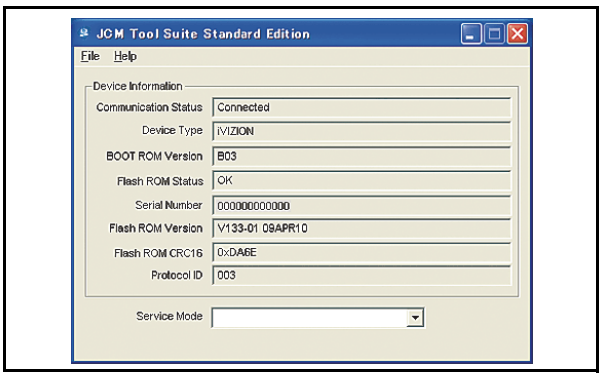

Figure 6-24 JCM Tool Suite Standard Edition Screen 2
5. Launch the "JCM Tool Suite Standard Edition" Application. The Screen shown in Figure 6-24 will appear when the application is activate.